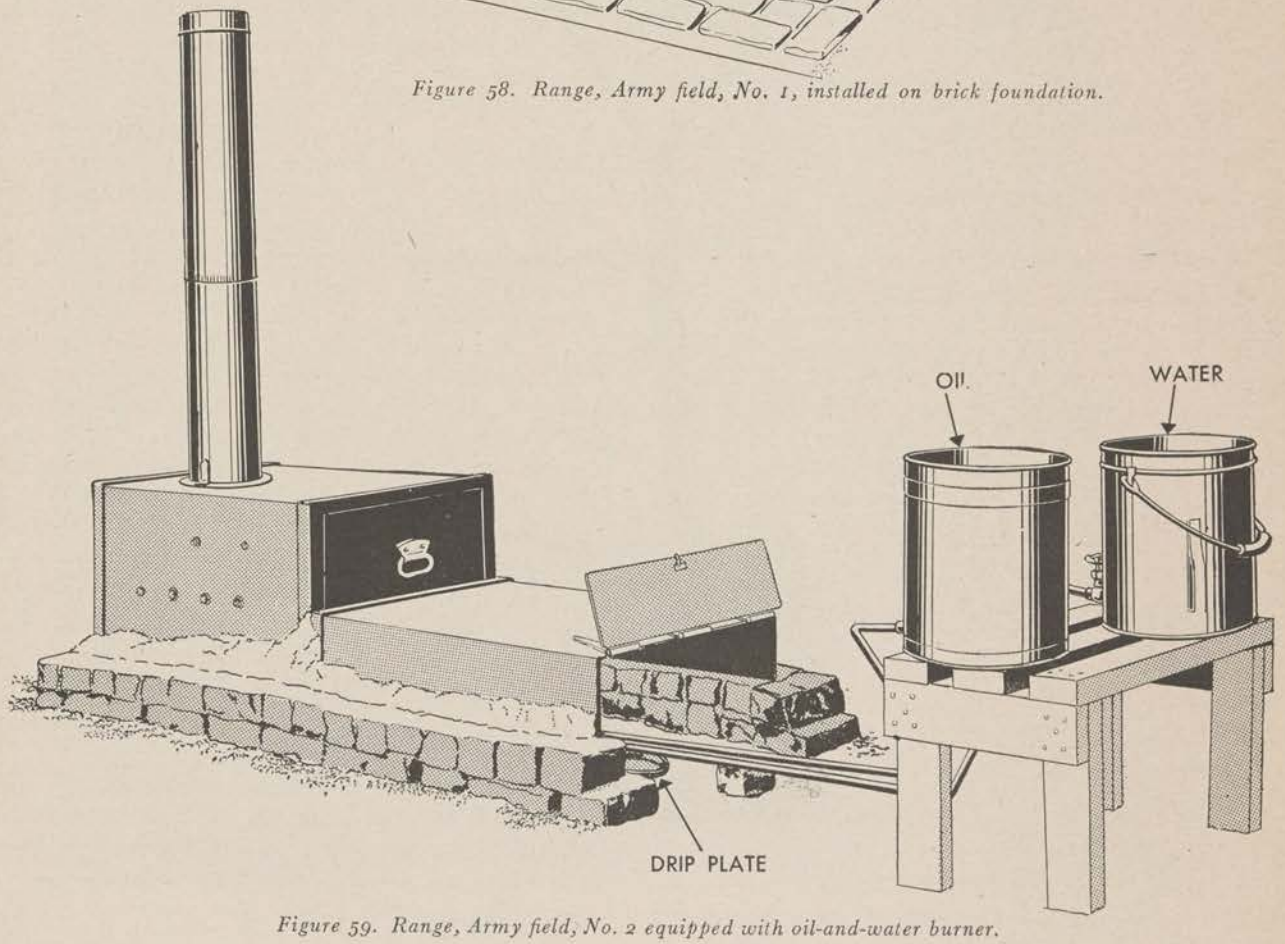

Figure 59. Range, Army field, No. 2 equipped with oil-and-water burner.
b. USING WOOD OR COAL. (1) Use short, dry wood for firing and keep the fire well toward the firing end (front end) of the boiling plate. Do not overload the range with wood, but keep an even-burning fire.
(2) Never use coal when wood is obtainable. Even when coal is used, add some wood if possible. Continued use of coal alone will soon burn the range out.
c. USING OIL-AND-WATER BURNER (DODSON BURNER. (See figs. 59 and 60). (1) In the event that a supply of oil is available, an oil-and-water burner may be improvised. (See fig. 59.) Crankcase oil or other waste oil may be utilized.
(*b*) Attach a piece of tubing fitted with a valve to the lower part of each drum. Bend the tubes as illustrated in figure 59 and extend them under the range to the point at which you want the flame.